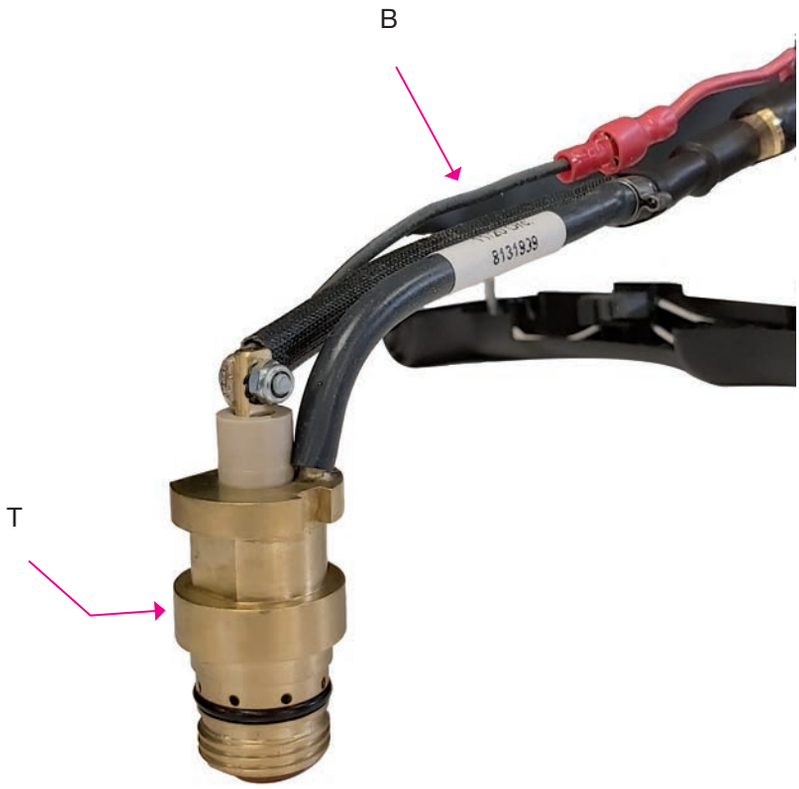

Abb.6
- Die Anschlussstücke **D** und **E** verschrauben; hierbei die in Abb. 6 angegebene Ausrichtung beachten.